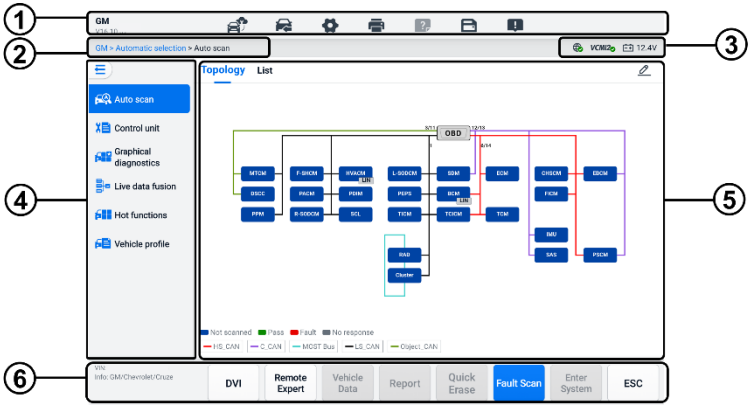

Figura 6-8 ***Skrin tal-Menù Prinċipali tad-Dijanjostika***
L-iskrin tal-Menù Prinċipali (ara *Figura 6-8 Skrin tal-Menù Prinċipali tad-Dijanjostika*) jinnaviga lill-utenti biex iwettqu qari ta' kodiċijiet, iħassru kodiċijiet, jew iwettqu funzjonijiet dijanjostiċi komprensivi tal-karozzi, eċċ. Wara li tintgħażel il-funzjoni, it-tablet jistabbilixxi komunikazzjoni mal-vettura permezz tal-VCMI2, u jidħol fil-menu tal-funzjoni korrispondenti jew fil-menu tal-għażla bbażat fuq l-għażla tiegħek.
1. Tektek il-buttuna tal-applikazzjoni **Dijanjostika** fuq il-Menu tax-Xogħol MaxiSys. Agħżel l-informazzjoni korrispondenti tal-vettura u daħħal l-iskrin tal-Menu Prinċipali (ara *Figura 6-8 Skrin tal-Menù Prinċipali tad-Dijanjostika*).